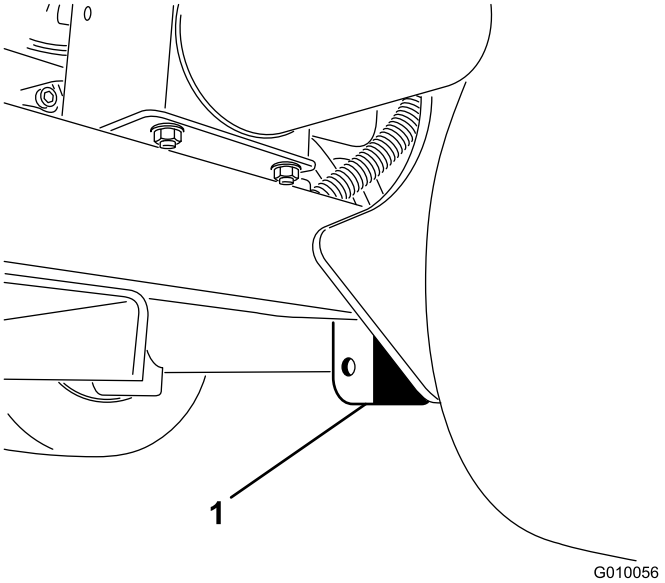

Figur 42
2. Placera domkraften på ett säkert sätt under ramplattan, precis innanför bakhjulet (Figur 42).